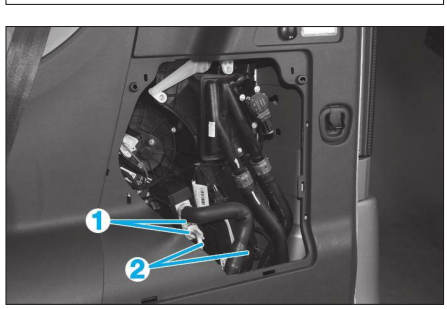

**Fig. 11**
• Déposer les 2 écrous (1) des tuyaux de réfrigèrent **(Fig.11)**.
• Désaccoupler les tuyaux de réfrigèrent (2).